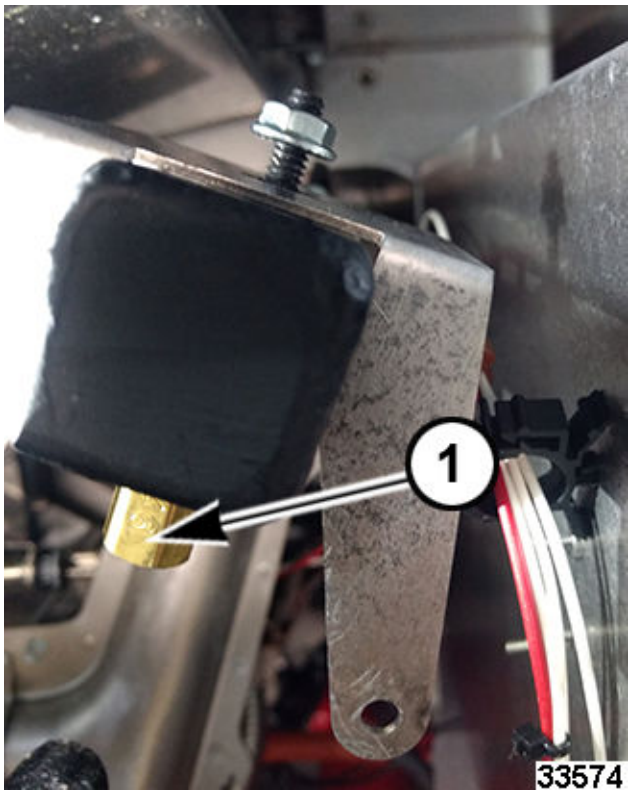

Fig. 61
7. Remove orifice (1, Fig. 61).